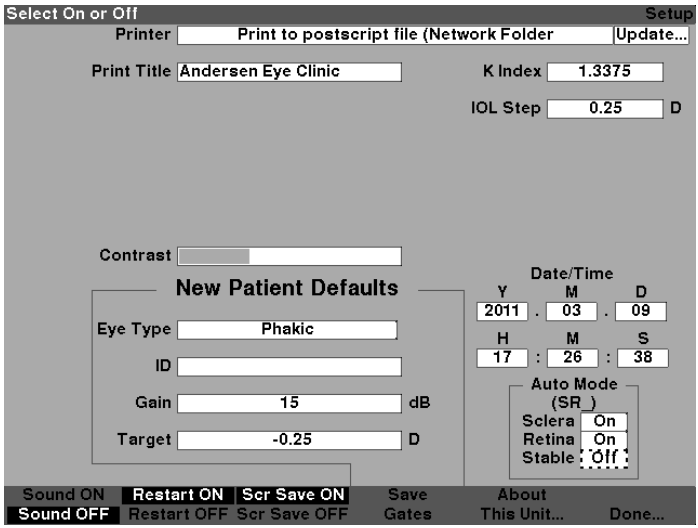

Figure 5-71 Auto Mode - "Stable" Selected
5. If you would like to define the Auto Mode by a stable measurement, rotate the knob to select the "Stable" field as shown in figure 5-71.